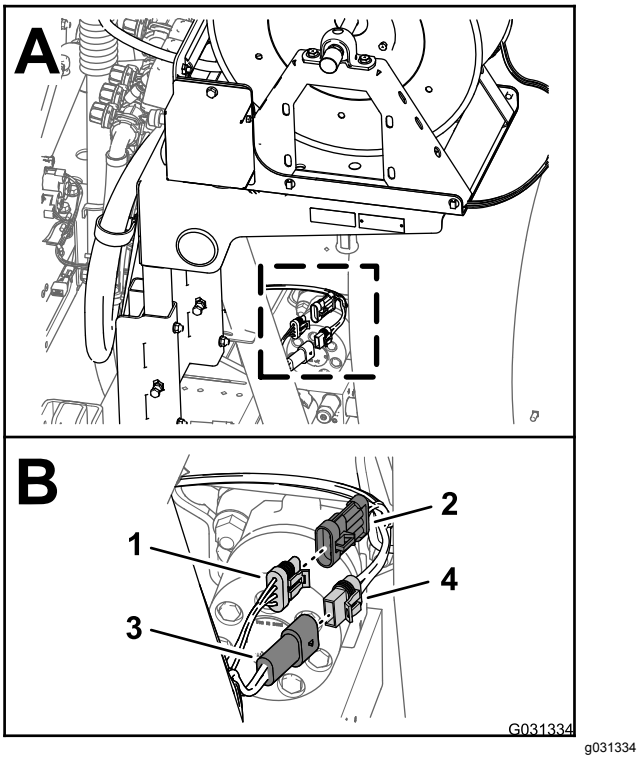

Figur 10
1. Bag på maskinen findes ledningsnettet til drejeslangetromlesættet bag på sprøjtetanken (Figur 10).
2. Kobl konnektoren med 2 sokler på ledningsnettet til den elektriske slangetromle fra konnektoren med 2 ben på det bageste hovedledningsnet (Figur 10).
3. Kobl konnektoren med 3 ben på ledningsnettet til den elektriske slangetromle fra soklen med 3 ben på det bageste hovedledningsnet (Figur 10).